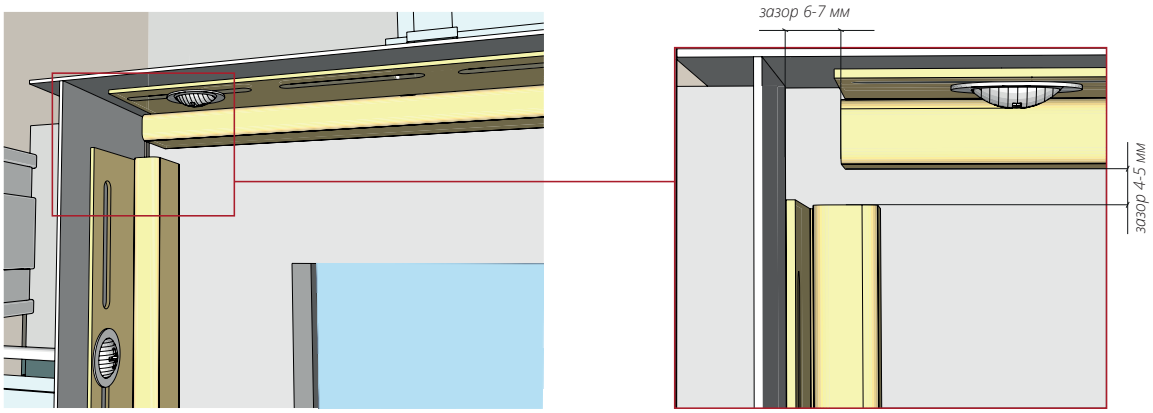
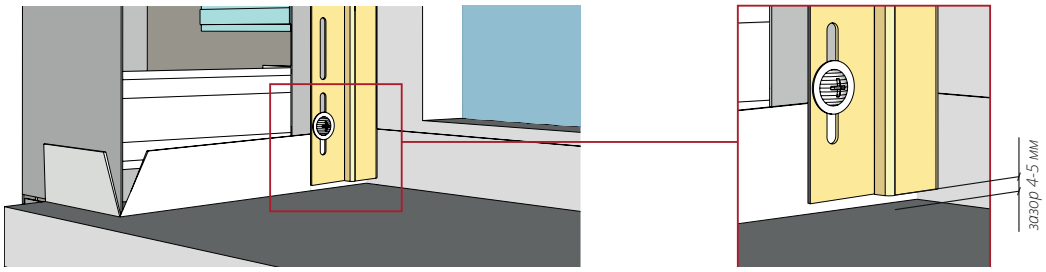

*Рисунок 45*
*Рисунок 46*
**15.2** Согласно общим правилам монтажа, смонтируйте верхнюю горизонтальную финишную планку с зазором 6-7 мм с обеих сторон (рис. 45). Далее смонтируйте левую и правую финишные планки вертикально с зазором в верхней и нижней части 4-5 мм (рис. 45,46). В нижней части финишная планка должна быть подрезана параллельно отливу (рис. 46).